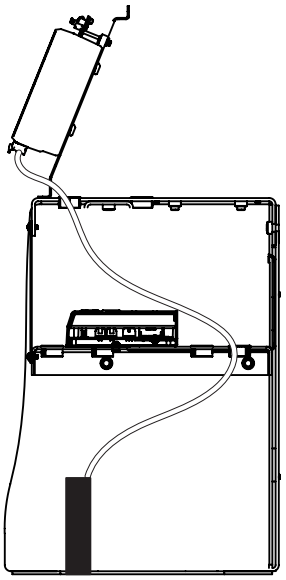

Figure 51. Route Relay Wires
2. Route the relay wires to the SmartCNX Controller (Figure 51).